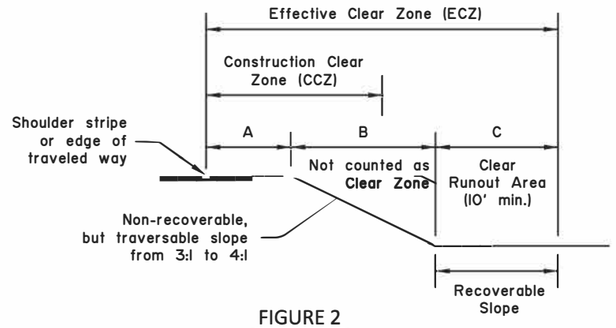

FIGURE 2
2. If CCZ include or ends on a slope of 3:1 to 4:1, use the Effective Clear Zone (ECZ) that extends beyond the bottom of the slope to proved a clear runout area of 10 foot minimum width. The ECZ width must equal or greater than the CCZ width from Table 1. See Figure 2 and verify that A+C ≥ CCA and C ≥ 10 feet.